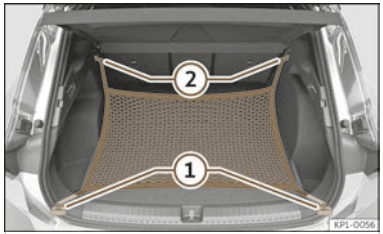

Fig. 194 In the luggage compartment: rings ① and hooks ② for attaching the net bag.
- Secure the short net hooks to the fastening rings >>> **Fig. 194** ① >>> ⚠. The bag zip should be facing upwards.
- Secure the straps in the bag hooks ②.